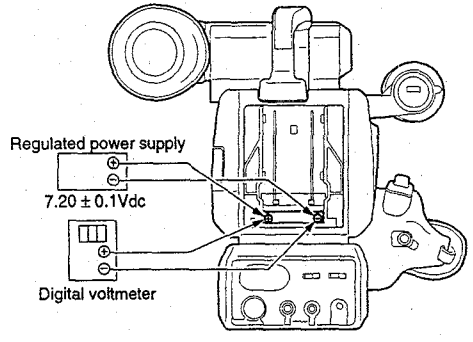

Fig. 6-3-6
1) Connect the regulated power supply and the digital voltmeter to the battery terminal as shown in Fig. 6-3-6.